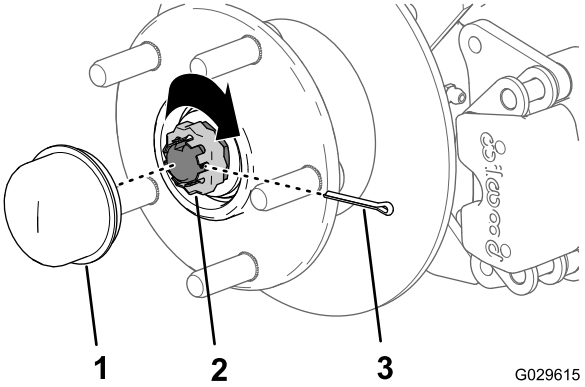

Rysunek 33
8. Załóż na nakrętkę element ustalający i ustaw wycięcie w elemencie ustalającym tak, aby wypadało równo z otworem w osi w celu włożenia zawleczki (Rysunek 33).
9. Załóż zawleczkę i zagnij wypustki na elemencie ustalającym (Rysunek 33).
10. Załóż na piastę pokrywkę przeciwpyłową (Rysunek 33).